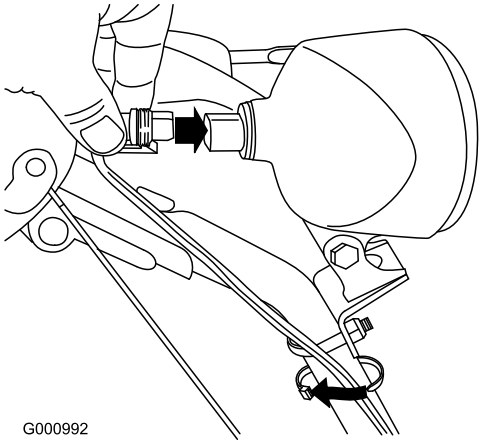

Figur 17
1. Skjut in kabelkontakten på kabelns lösa ände rakt in i strålkastaren på baksidan tills kabeln sitter fast ordentligt (Figur 17).
Obs: Se till så att kabelkontaktens plastklämma är längst ned (Figur 17).
2. Fäst ett kabelband (från påsen med lösa delar) runt kabeln och handtaget cirka 2,5 cm under U-bulten (Figur 17).